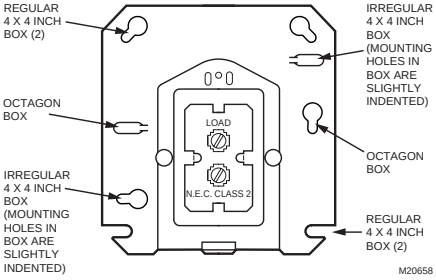

Fig. 8. Location of mounting holes.
c. Vertical channel mounting. Place frame over laminations as shown in Fig. 8 and bend tabs over to hold transformer securely in place. Mount transformer through 3/16 in. (5 mm) holes in mounting feet.